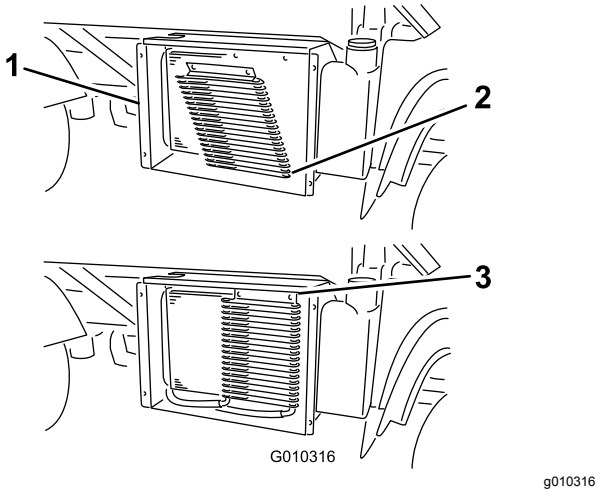

Figura 53
6. Se presenti, ruotate i fermi e spostate il refrigeratore dell'olio dal radiatore (Figura 53).